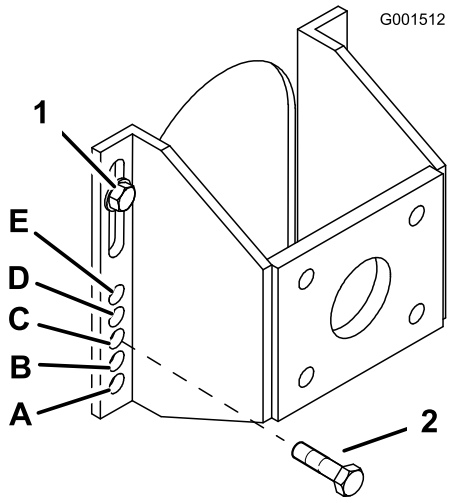

Figura 16
5. Afloje, sin retirarlos, los 2 pernos superiores del eje (Figura 16).
6. Retire los 2 pernos inferiores del eje (Figura 16).
7. Eleve o baje el soporte de montaje para poder instalar los 2 pernos de ajuste del eje en el taladro deseado (Figura 16). Utilice un punzón cónico para ayudar a alinear los taladros.